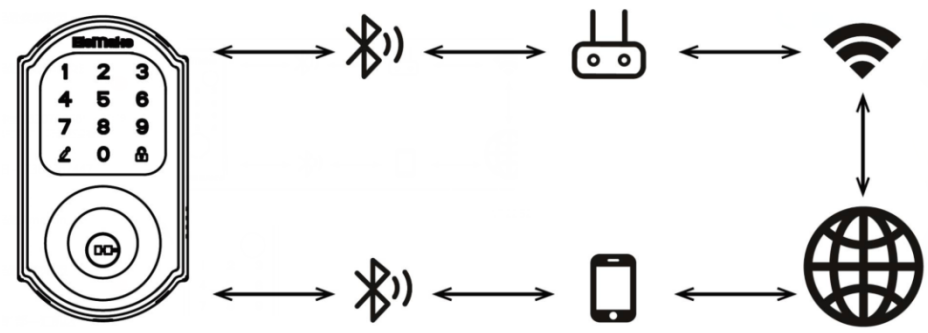

Figure Q-1
(1) Separated WIFI design, No Power consumption to battery for WIFI application. (See **Figure Q-1)**